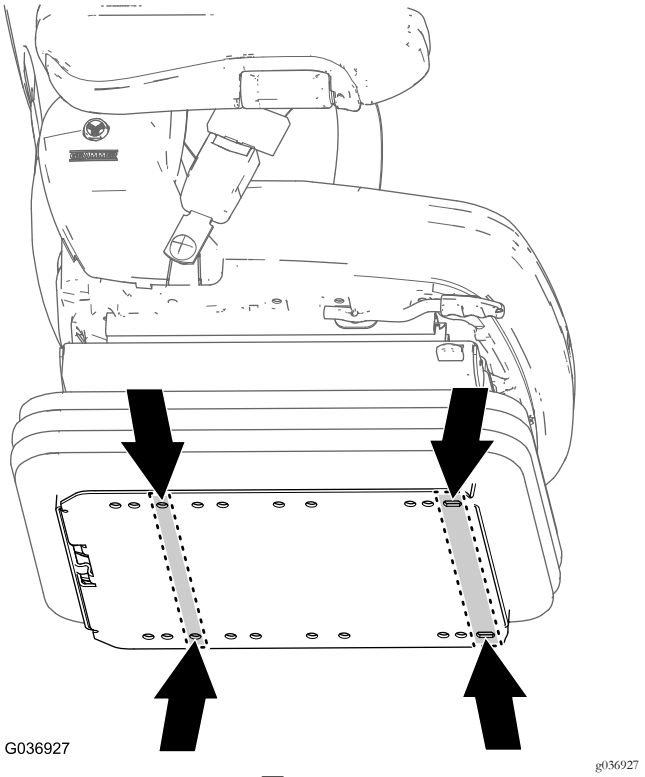

図 13
1. 新しい座席のボトムプレートにある、座席取り付け穴マシンのモデルによって異なるを探し出す図 13。